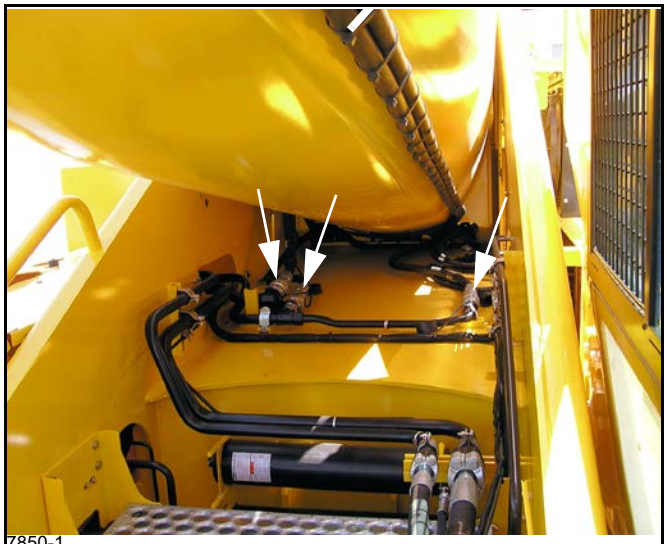

FIGURA 4-3
NOTA: Al final de esta sección (Figura 4-3) hay una animación que muestra cómo funciona este sistema telescópico con bloqueo doble. Use Adobe Acrobat® Reader 9 o superior para ver y controlar esta animación.
8. Desconecte las líneas hidráulicas de telescopización principales (Figura 4-3).